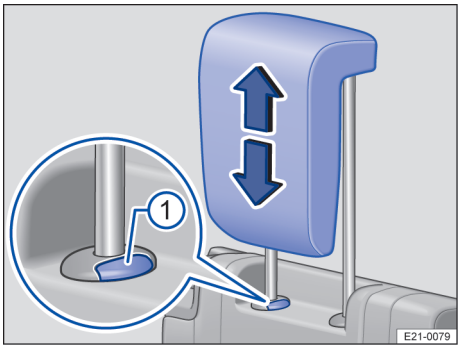

Fig. 76 Troisième rangée de sièges : réglage de l'appuie-tête
3. Pour libérer l'appuie-tête de la position enclenchée, appuyez sur le bouton → fig. 76 ① et abaissez l'appuie-tête. ◁